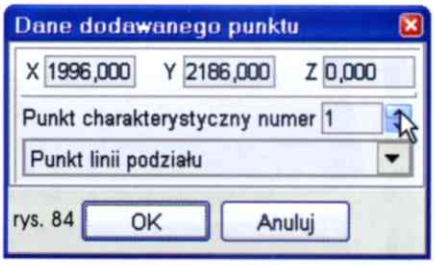

rys. 84
- po osiągnięciu punku 3" informujemy program, że punkt 3" jest punktem linii podziału i tak samo jak w przypadku punktu 1" na wrędze numer 7 nadajemy mu numer 1. Jest to bardzo ważne, gdyż tylko punkty o takich samych numerach zostaną połączone linią i pojawi się ona na wygenerowanym rozwinięciu (rys. 84),